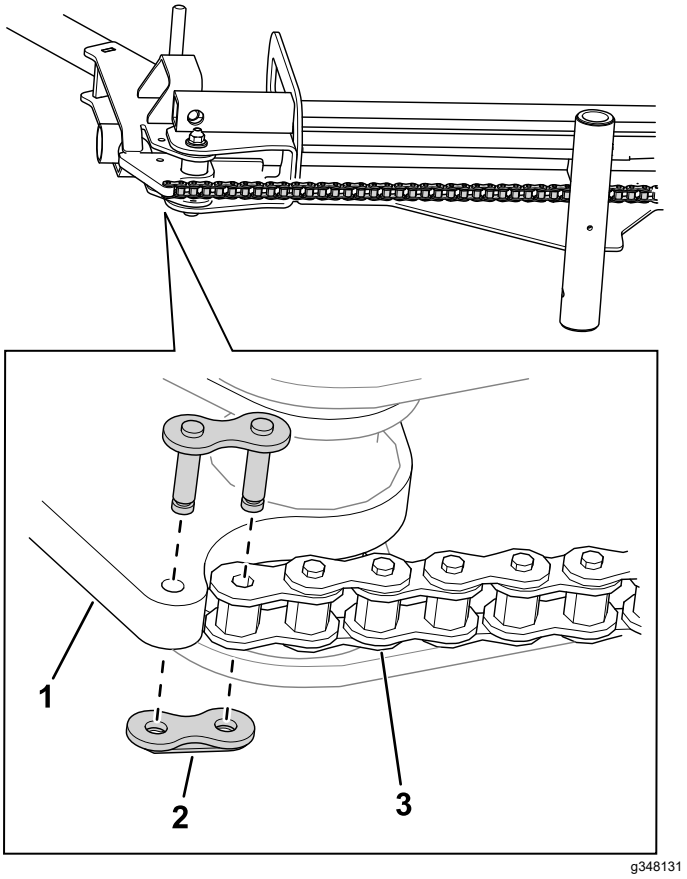

Figuur 7
9. Verbind de ketting via een sluitschakel met de oprijplaat (Figuur 7).